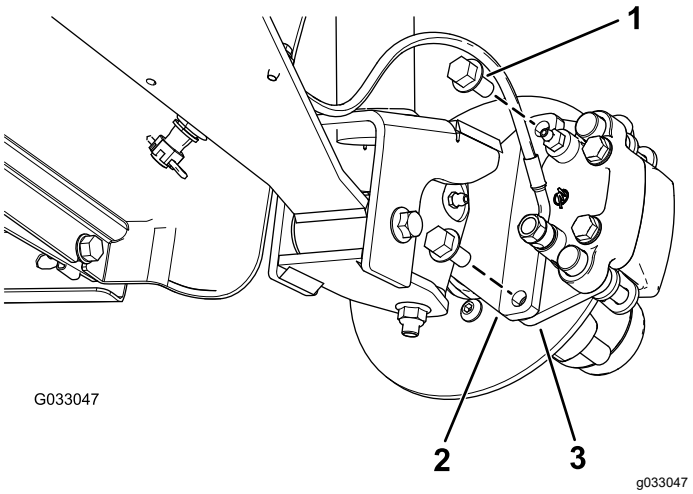
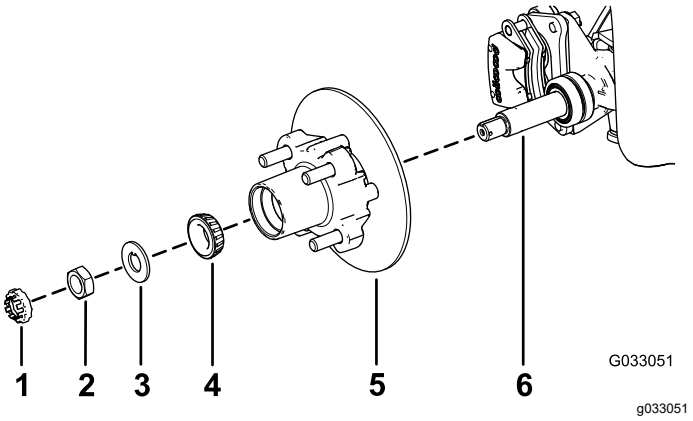

Figura 27
Figura 31
3. Retire los pernos con arandela prensada (⅜" x ¾") que sujetan el soporte del conjunto de freno al eje y separe el freno del eje (Figura 27).
1. Aplique una ligera capa de grasa del tipo especificado en el eje (Figura 31).
2. Monte el cubo y el rotor en el eje con el rotor hacia dentro (Figura 31).
3. Monte el cojinete exterior en el eje y acople el cojinete al anillo de rodadura exterior (Figura 31).
4. Monte la arandela con pestaña en el eje (Figura 31).
5. Enrosque la tuerca en el eje y apriete la tuerca a 15 N·m, girando el cubo para asentar el cojinete (Figura 31).
2. Alinee las pastillas de freno en cada lado del rotor (Figura 27) y los taladros del soporte de la pinza con los taladros de montaje del freno de la mangueta (Figura 31).
3. Sujete el soporte de la pinza a la mangueta (Figura 27) usando los 2 pernos con arandela prensada (⅜" x ¾").